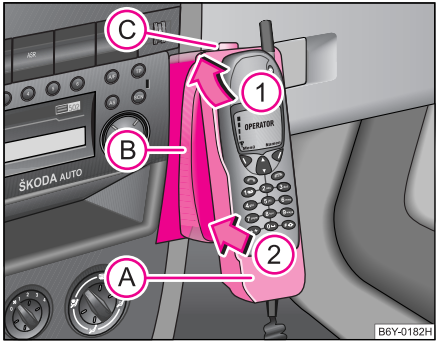

Fig. 97 Tipul de conectare universală a telefonului
– Aşezați adaptorul fără telefon în suportul (B), în sensul indicat de săgeata (1) ⇒ fig. 97, până când adaptorul atinge contactul. Apăsați apoi uşor adaptorul în sensul indicat de săgeata (2), până se fixează.
– Aşezați telefonul în adaptorul (A) (conform instrucțiunilor producătorului) şi puneți contactul.